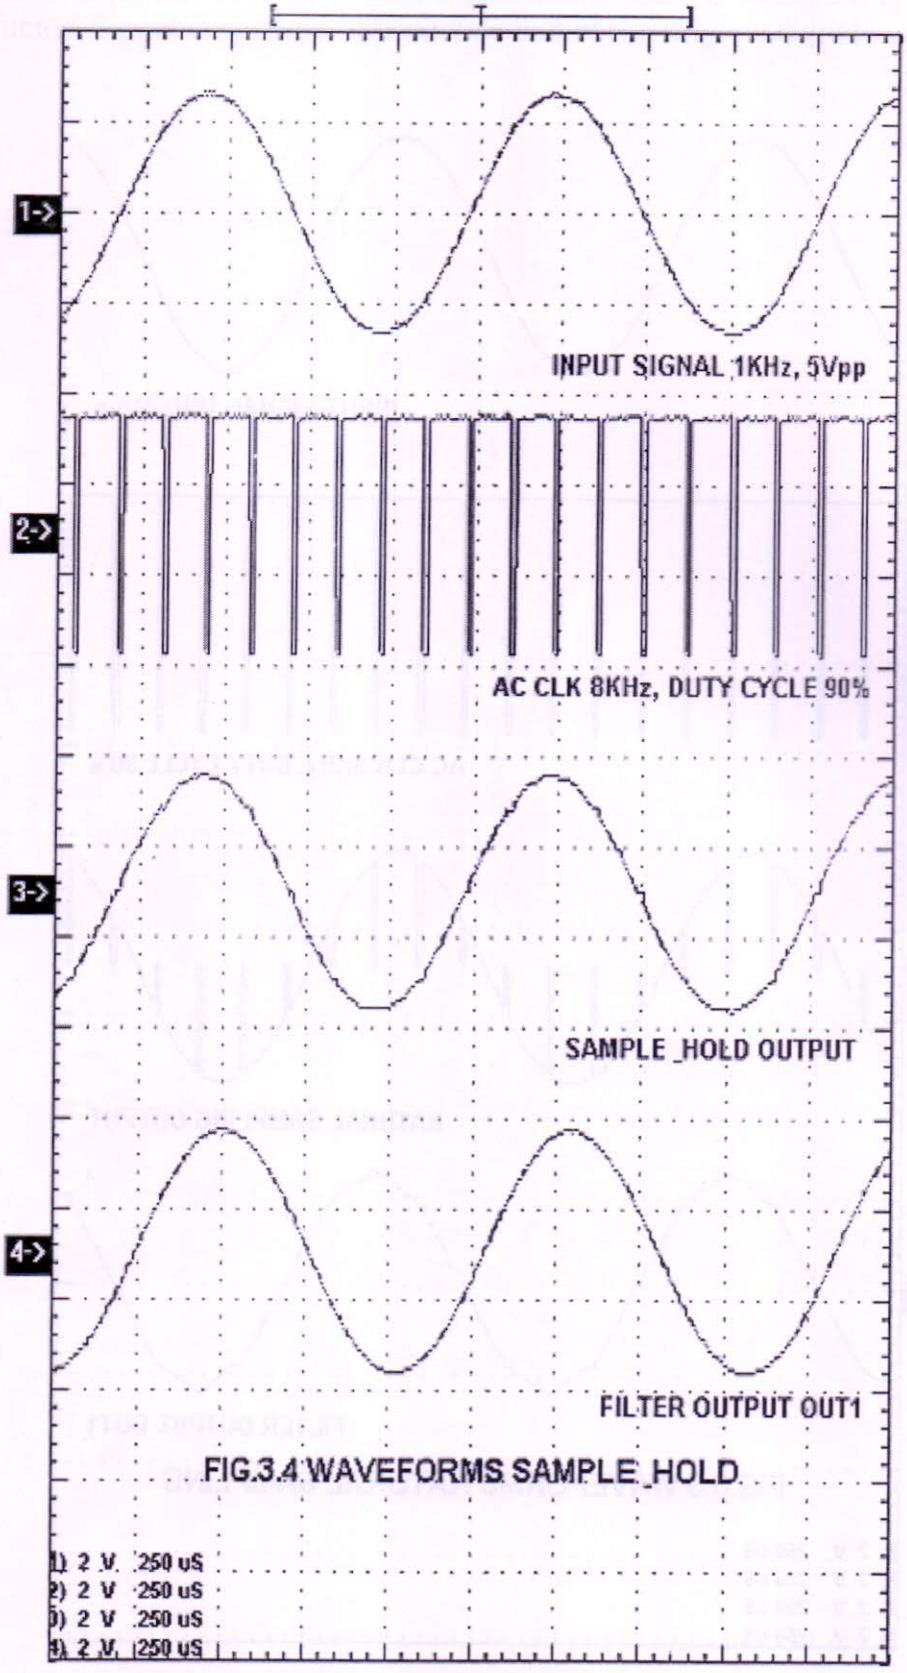

FIG.3.4 WAVEFORMS SAMPLE_HOLD
- Sampled and Hold signal output and corresponding reconstructed output of 2nd order Low Pass Butterworth Filter. (Fig.3.4)